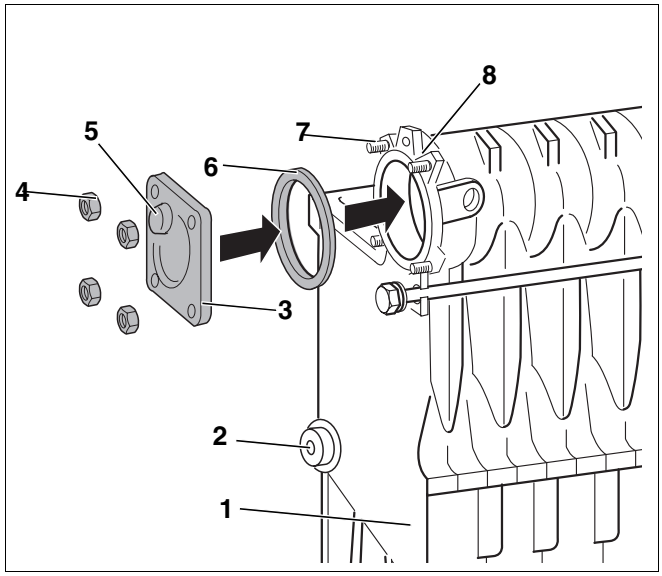
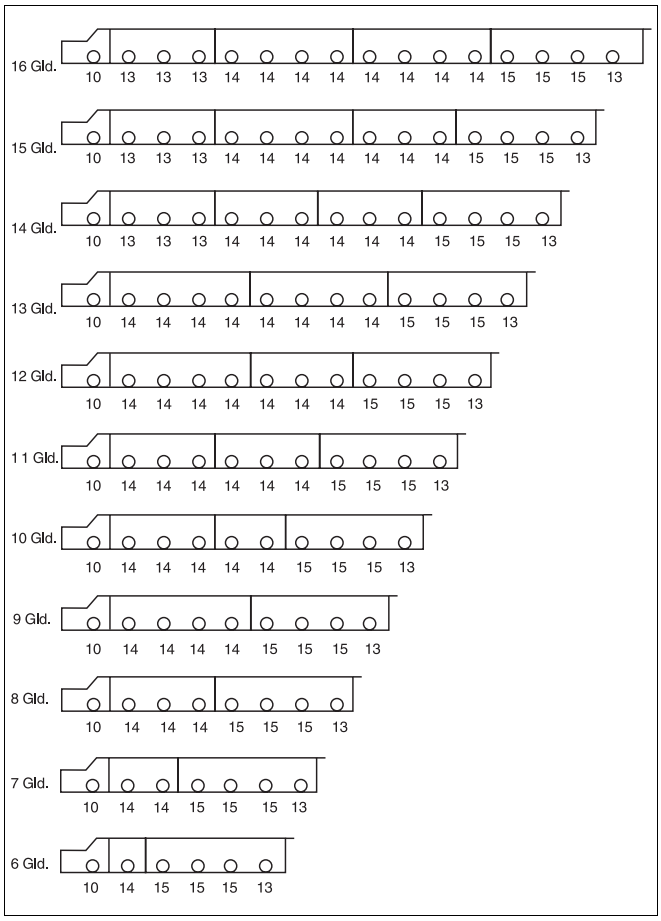
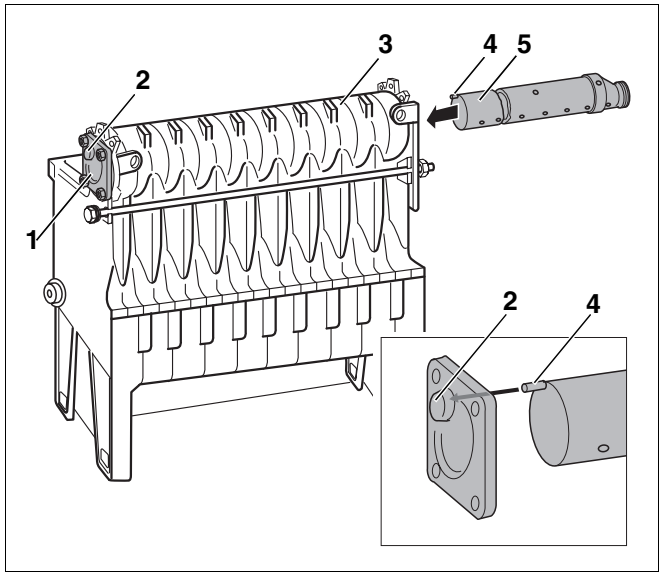

Afb. 22 Blindflens monteren
Afb. 23 Inschuifplan voor de injectiebuis voor alle ketelgroottes (boringen Ø in mm)
Afb. 25 Injectiebuis compleet inschuiven
De achterste bovenste ketelnaaf (afb. 22, **pos. 8**) aan het eindelement (afb. 22, **pos. 1**) van het ketelblok moet met een blindflens (afb. 22, **pos. 3**) afgesloten worden.
- Plaats de vlakke dichting (afb. 22, **pos. 6**) op het afdichtingvlak van de achterste bovenste ketelnaaf (afb. 22, **pos. 8**).
Let erop, dat in gemonteerde toestand de ronding van de blindflens, zoals aangegeven in afb. 22, **pos. 5**, naar het midden van het ketelblok wijst en zich bovenaan bevindt.
- Schuif de blindflens (afb. 22, **pos. 3**) op de stiftbouten (afb. 22, **pos. 7**) van de achterste bovenste ketelnaaf (afb. 22, **pos. 8**) en bevestig ze met moeren (afb. 22, **pos. 4**).
De injectiebuis bestaat uit een begindeel en -in functie van de grootte van de ketel- één tot drie verlengstukken en een eindstuk met een nok (afb. 23). De nok dient voor het bijstellen van de injectiebuis en moet daarom in de ronding van de blindflens (afb. 22, **pos. 5**, pagina 25) ingevoerd worden. De injectiebuis wordt langs de voorkant in de bovenste ketelnaaf geschoven (afb. 25, pagina 27).
- Schuif het eindstuk van de injectiebuis (afb. 25, **pos. 5**, achteraan met de nok (afb. 25, **pos. 4**)) in de open, bovenste naaf, tot ¾ van de lengte.
- Schuif de gemonteerde injectiebuis (afb. 25, **pos. 5**) compleet in de bovenste ketelnaaf (afb. 25, **pos. 3**).
- Voer de nok aan het eindstuk van de injectiebuis (afb. 25, **pos. 4**) in de rondingen aan de blindflens (afb. 25, **pos. 2**) in.